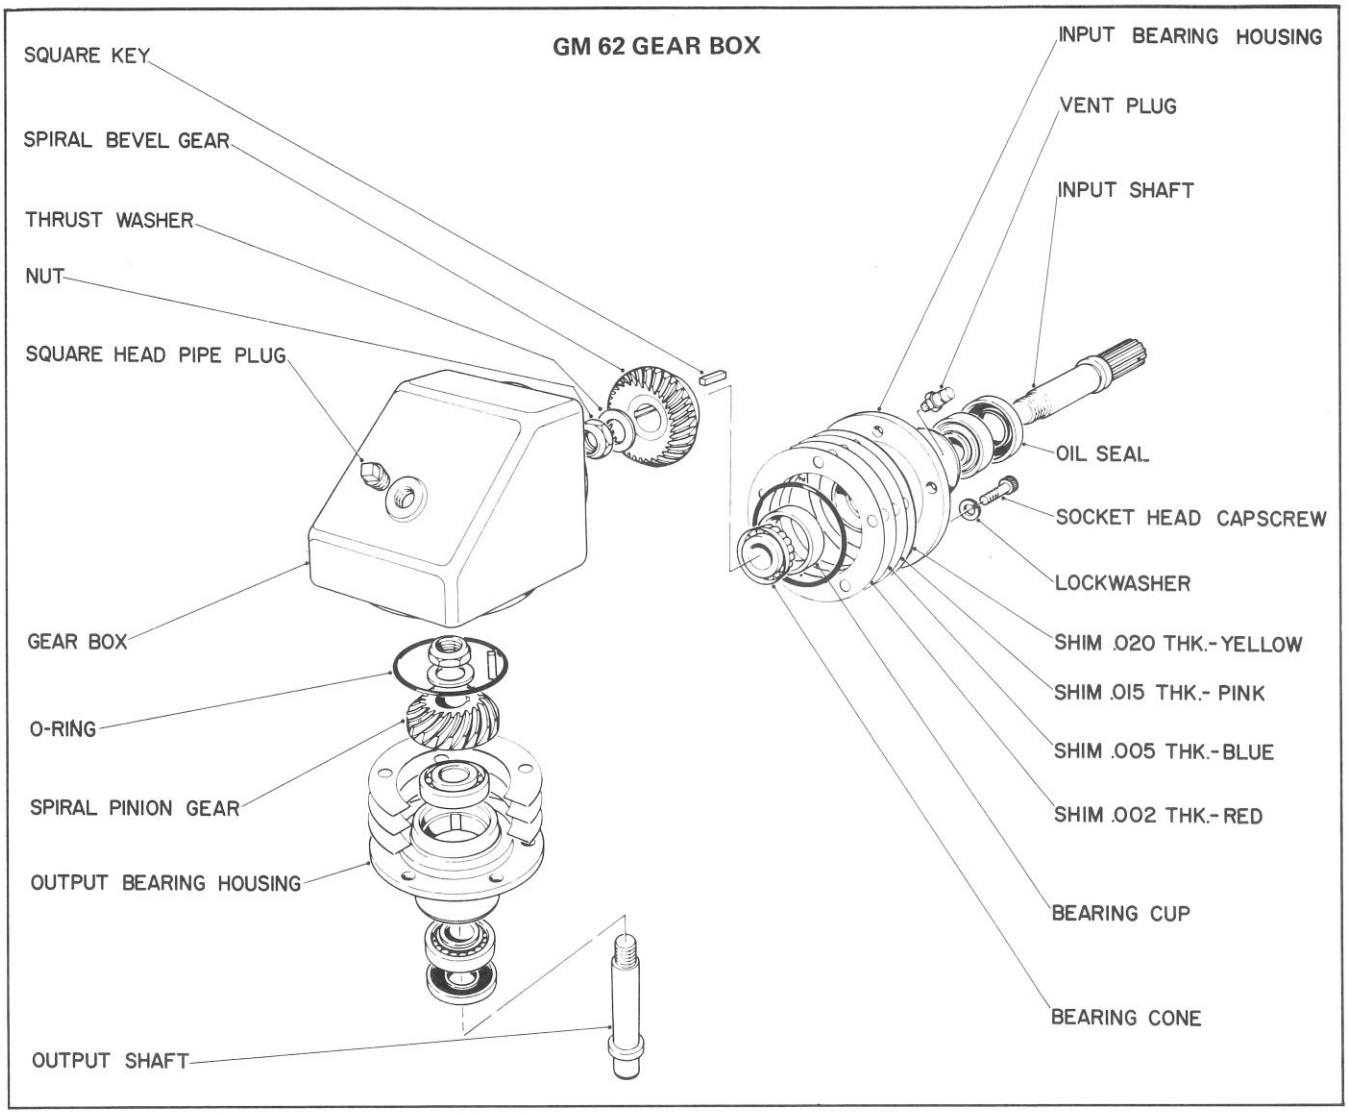
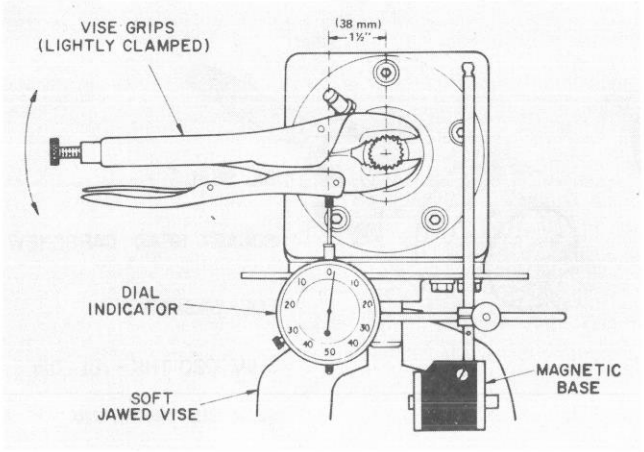

Figure 48
Figure 49
2. Remove pipe plug from gear box and drain oil out of gear box (Fig. 48).
1. Remove five (5) capscrews securing input housing assembly; tap input housing with soft-faced hammer and pull on input shaft to remove from gear box (Fig. 48).
2. Remove five (5) capscrews securing output bearing housing to gear box, tap housing with soft-faced hammer and pull on output shaft to remove assembly from gear box (Fig. 48).
4. Use a bearing separator to remove gear from shaft. Remove square key (Fig. 48).
5. Support mount flange of input housing in arbor press and press shaft, threaded end up, out of housing (Fig. 48).
7. Use procedures 3 through 6 to disassemble the output shaft assembly (Fig. 48).
8. Discard and replace the shaft, nut, shaft seal and housing O-ring for both assemblies (Fig. 48). Discard and replace all worn and damaged parts.
1. Press bearing cups into bearing housing with small I.D. of cups toward inside of housing (Fig. 48).
3. Press on the remaining bearing cone. Install square key and press on gear. Use Loc-tite 242 or 601 on shaft and gear. Install thrust washer and nut (Fig. 48).
5. Apply No. 2 Permatex to outer surface of seal, apply oil to seal lips and press new seal into housing with seal lips facing inward (Fig. 48).
1. Install shims on housing (Fig. 48).
2. Oil O-rings, install on housing (Fig. 48) and insert both shaft assemblies into gear box (Fig. 48).
4. Clamp the output shaft of gear box in a soft-jawed vise, lightly clamp a pair of vise-grip pliers to the input shaft, mount a dial indicator with magnetic base to the vise, move vise grips up and down and check input gear blacklash (Fig. 48). Backlash should be .005-.010 inch (0.13-0.25 mm) with indicator positioned one and one-half inch (38 mm) from center of shaft (Fig. 49). If backlash is incorrect, remove input housing assembly and add or subtract shims as necessary. Repeat procedures until correct backlash is obtained. Shims are available in .002, .005, .015 and .020 inch (0.051, 0.13, 0.38 and 0.51 mm) sizes (Fig. 48).